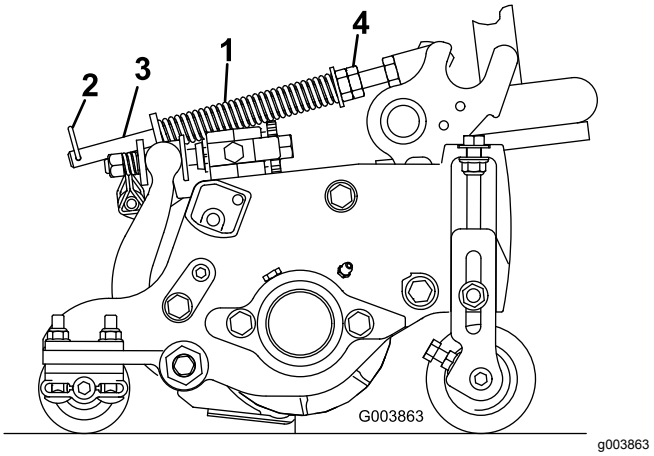

Figuur 15
De gazoncompensatieveer zorgt ervoor dat het gewicht van de voorste naar de achterste roller wordt verplaatst (Figuur 15). Dit voorkomt dat er een golfpatroon in de grasmat ontstaat, ook wel bekend als 'bobbing'.
1. Monteer de borgpen in de achterste opening in de veerstang (Figuur 15).
2. Draai de zeskantige moeren op het voorste uiteinde van de veerstang vast totdat de lengte van de samengedrukte veer 12,7 cm bedraagt op de maaidekken van 12,7 cm of 15,9 cm op de maaidekken van 17,8 cm (Figuur 15).